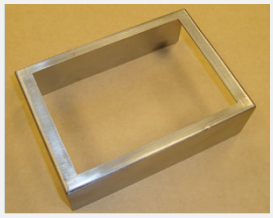

Fig. 5. Sealing frame.
- **Sealing frame (Figure 5)** — helps hold seals in place during sealing